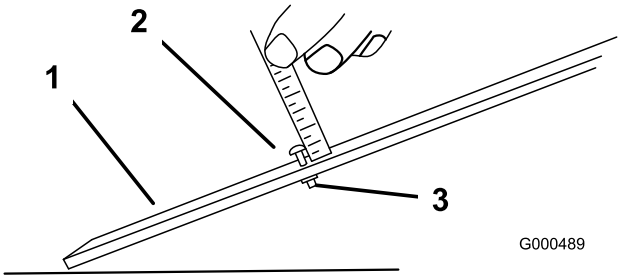

**Figura 52**
3. Desaperte a porca da barra indicadora (Figura 52) e regule o parafuso de ajuste para a altura de corte desejada. A distância entre a parte inferior da cabeça do parafuso e a face da barra é a altura de corte.